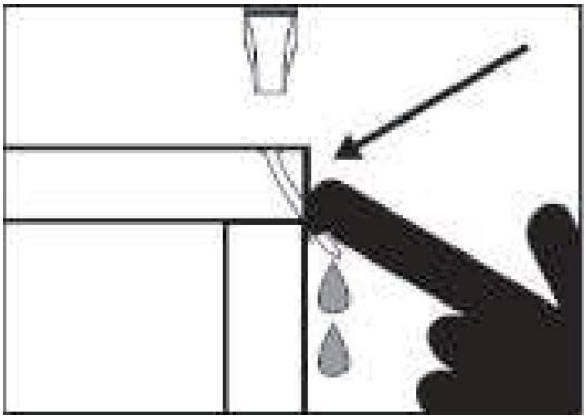

Figura 5. Esempio di flessione del chiodo.
-La flessione è causata quando irregolarità della venatura, nodi o oggetti estranei all'interno del legno causano la flessione della graffetta per modificare il suo percorso, con il risultato che il chiodo/la graffetta perfora la superficie del pezzo in lavorazione, come mostrato nella Figura 5.